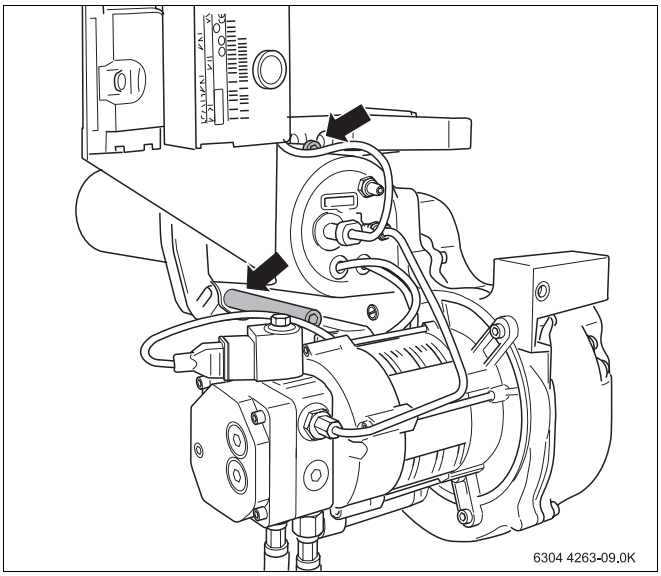

Abb. 23 Schrauben der Bajonettbefestigung lösen
- Die beiden Schrauben der Bajonettbefestigung lösen (Abb. 23, **Pfeile**).